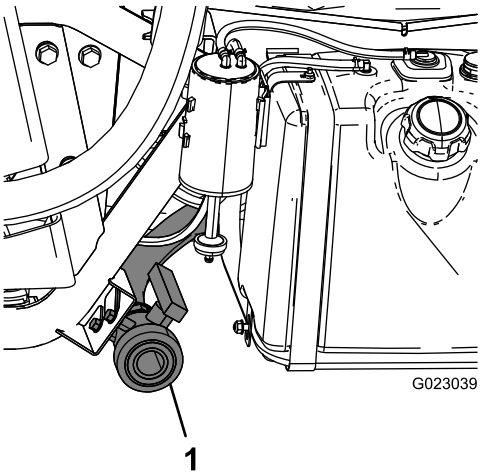

**Rysunek 15**
2. Zlokalizuj zawór spustowy zbiornika po lewej stronie maszyny (Rysunek 15).
4. Otwórz zawór, aby spuścić niewykorzystaną ciecz ze zbiornika. Zutylizuj ją zgodnie z lokalnymi przepisami i instrukcjami producenta środka (Rysunek 15).
5. Kiedy zbiornik zostanie całkowicie opróżniony, zamknij zawór spustowy i umieść zawór z powrotem w uchwycie (Rysunek 15).